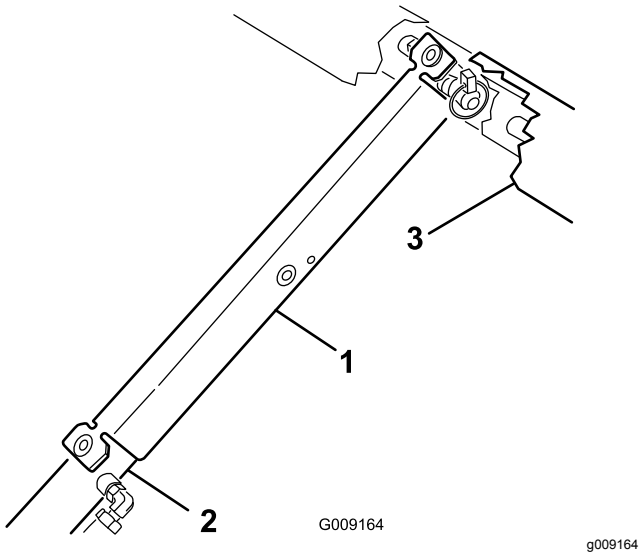

Figuur 13
3. Druk de laadbakbeveiliging op de cilinderstang en zorg ervoor dat de beide uiteinden van de laadbakbeveiliging rusten op het uiteinde van de cilinderbus en het uiteinde van de cilinderstang (Figuur 13).